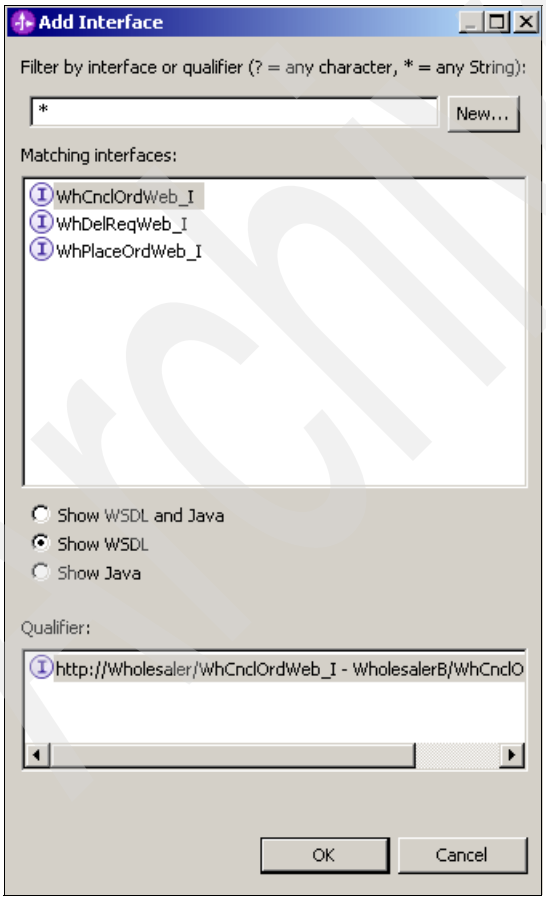

Figure A-84 Add Interface window displaying only WSDL interfaces
2. In the Add Interface window (Figure A-84), you see all WSDL and Java interfaces.